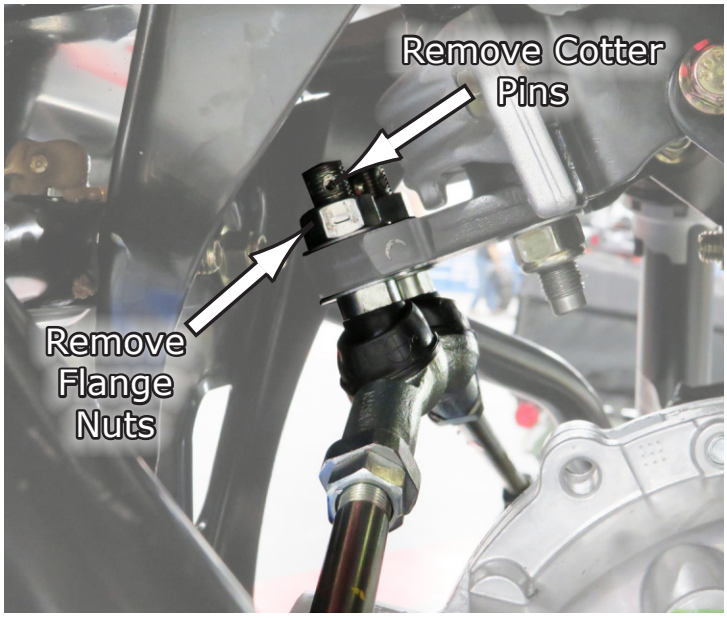

**Fig.44**
**36**. Next you'll need to remove the Tie Rods from the steering bracket. Remove by removing the cotter pins and nuts holding them to the bracket as shown in **Fig.44**. Keep all hardware as you will be reusing.